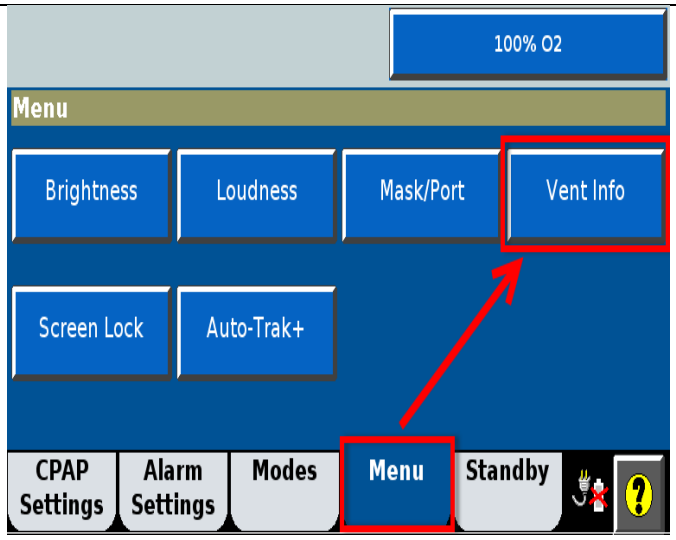

FIGURA 3: COME ACCEDERE AL NUMERO DI SERIE DEL VENTILATORE DAL DISPLAY SULLO SCHERMO
**FIGURA 2: VISTA DEL PANNELLO POSTERIORE DEL VENTILATORE V60** In alternativa, il numero di serie del ventilatore può essere visualizzato dal display mentre il ventilatore è in funzione. Selezionare la scheda **Menu** nella parte inferiore dello schermo e poi selezionare **Info vent.** (come indicato nella **Figura 3** e **4**).